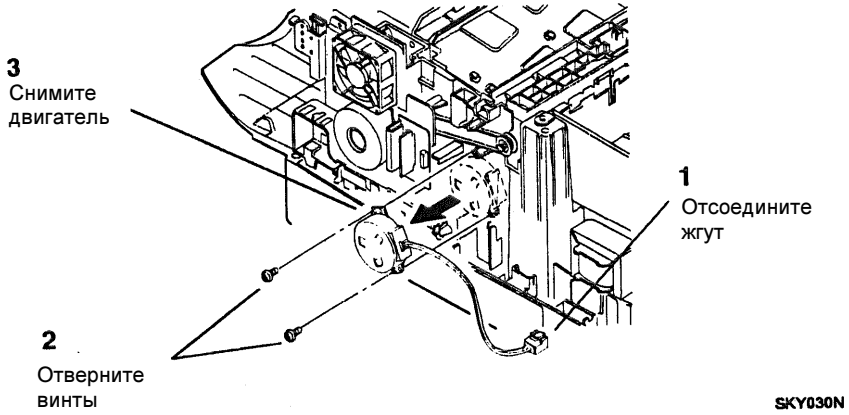

Рисунок 1. Снятие двигателя подачи тонера
4. (Рисунок 1): Снимите двигатель подачи тонера.